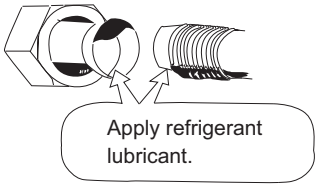

Fig. 2-314
(1) Apply a sealing cap or water-proof tape to prevent dust or water from entering the tubes before they are used.
(2) Be sure to apply refrigerant lubricant (ether oil) to the inside of the flare nut before making piping connections. This is effective for reducing gas leaks. (Fig. 2-314)